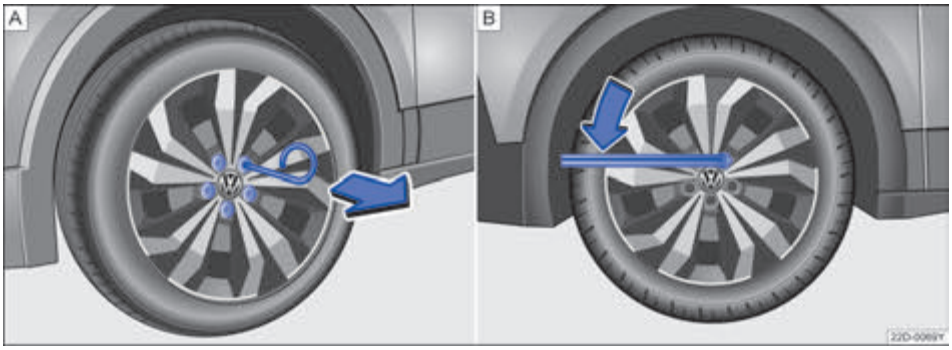

图 161 [A] 从车轮螺栓上拔下盖罩，[B] 更换车轮：松开车轮螺栓
– 将钢丝钩穿过开口插入盖罩内→图 161 [A]，然后沿箭头方向将其拔下。
– 将**车轮扳手**套到车轮螺栓上，然后推到限位位置→ 图 161 B。